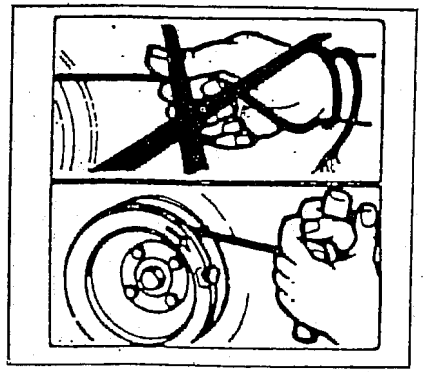

Fig. 4
4.- Enrollar la cuerda que se suministra con cada máquina una sola vuelta en la polea de arranque. Tirar suavemente en repetidas ocasiones sin soltar la cuerda hasta notar la inercia del volante y una vez esto ocurra, tirar de la cuerda energicamente. (Fig. 4).